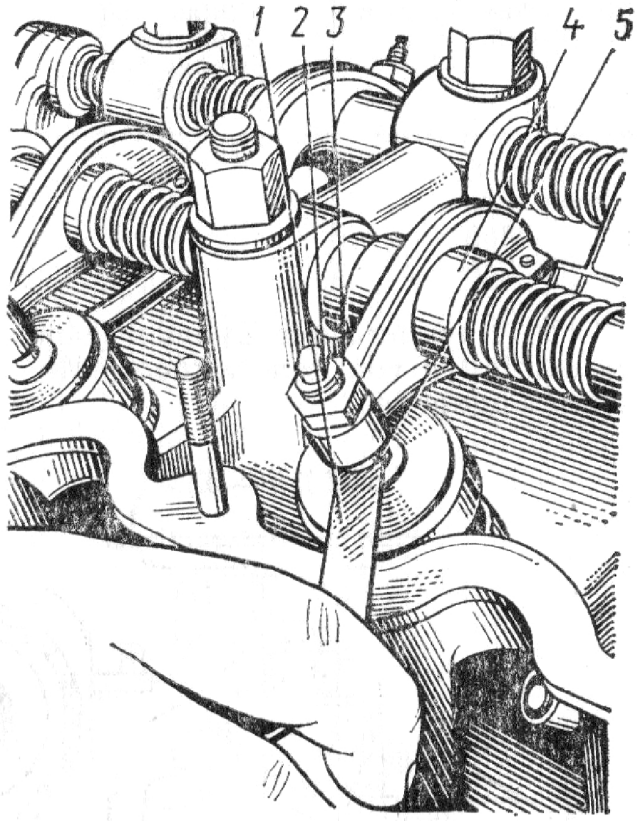

Bild 45. Prüfen und Einstellen der Ventilspiele am Motor 331.10:
3. Spiele zwischen den Stirnflächen der Endstücke *5* der Druckschraube und den Schäften der Ventile des 1. Zylinders mit der Blattlehre *1* (Bild 45) prüfen.